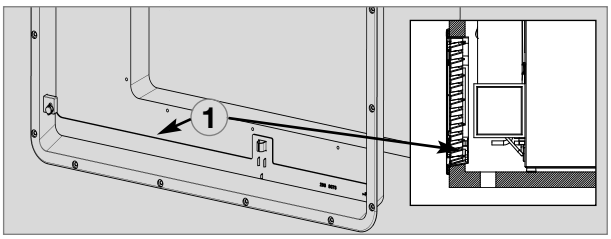

Fig. 16
L'aerazione dell'aria avviene attraverso due aperture situate nella parete esterna del caravan. L'aria fresca entra dal basso e si convoglia riscaldata attraverso la grata di ventilazione superiore (effetto camino). **La grata di ventilazione superiore deve essere posta nel punto più alto possibile sopra il condensatore (Fig. 11) . La grata di ventilazione inferiore deve essere collocata al livello del pavimento del vano (Fig. 16)**, permettendo che eventuali perdite di gas (più pesante dell'aria) possano fuoriuscire direttamente all'esterno. **Il bruciatore a gas deve trovarsi al di sopra del bordo (1).**